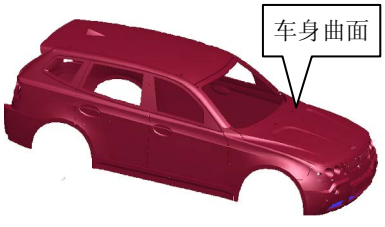
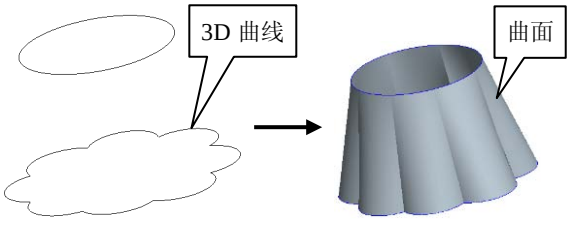

图 1-5　利用 CAXA 设计的汽车车身
图 1-6　利用 3D 曲线创建曲面
- **曲面设计**：对于外形比较复杂的产品模型（如汽轮机叶轮、汽车车身等，参见图 1-5）而言，单纯靠实体设计工具来创建是非常困难的，为此 CAXA 实体设计 2009 还提供了丰富的曲面设计工具。曲面设计的关键是用 3D 曲线搭建线架构，然后在线架构的基础上利用各种曲面生成方法获得所需曲面（参见图 1-6），再由各个曲面构建出三维产品模型。